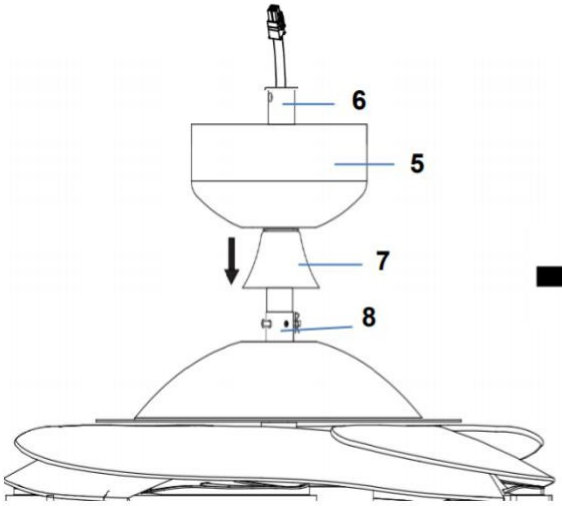
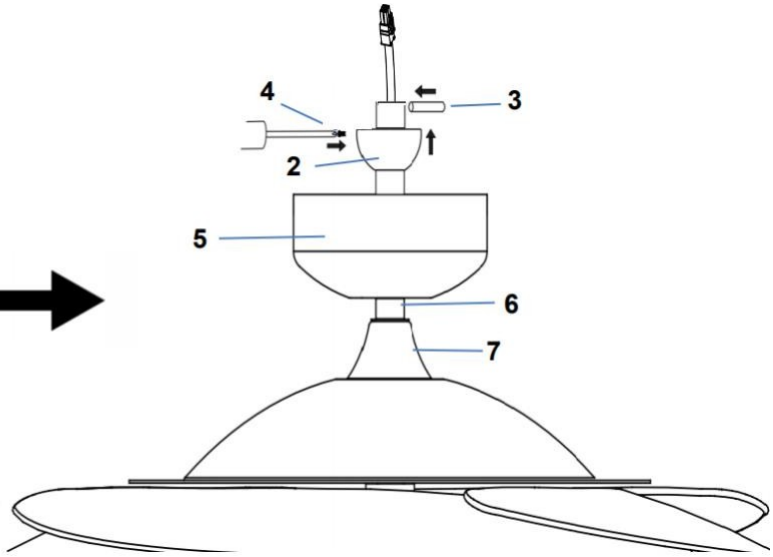

Rys. 4.5
Rys. 4.6
6. Załóż osłonę ozdobną (7) na drążek dolny (6), aby zakryć obudowę łącznika drążka dolnego (8) (rys. 4.5).
7. Załóż daszek (5) na drążek dolny (6) i zamontuj przegub kulowy (2) i kołek rozporowy (3) z powrotem na drążku dolnym (6) i zabezpiecz dokręcając śruby ustalające (4). (Rys. 4.5 i Rys. 4.6)